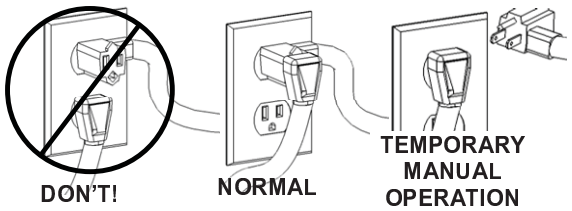

**Fig. 4 – Temporary manual operation**
**For manual operation**, or in the event of switch failure, the pump cord can be separated and plugged into the electrical outlet, directly bypassing the switch **(see Fig. 4).**